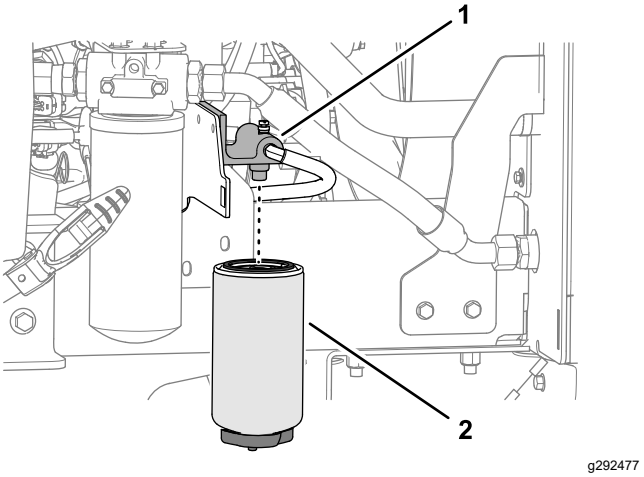

Figur 58
1. Anbring en ren beholder under brændstoffilterskålen (Figur 58).
3. Rengør området omkring brændstoffilteret og filterhovedet (Figur 58).
4. Afmonter filterdåsen, og rengør filterhovedet (Figur 58).